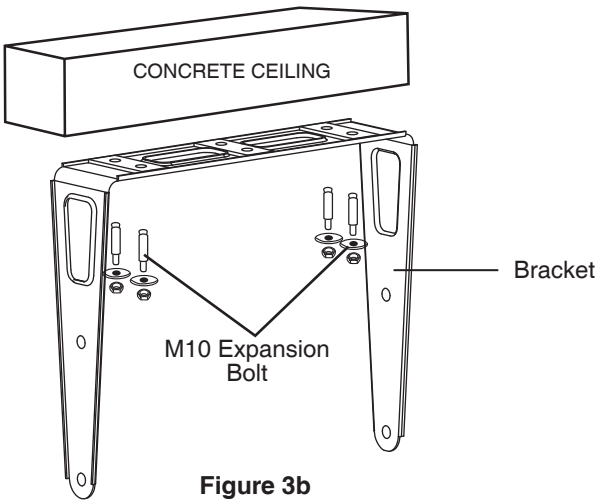

**Figure 3b**
**B**. Mount the bracket with the **concrete ceiling**. Refer to **Figures 3b**.
2. Place the **M10 Expansion Bolt(s)** as shown in the **Figures 3b**.